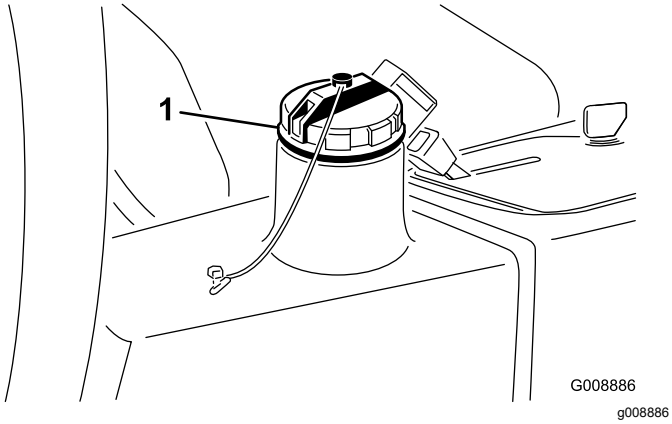

Figure 32
2. Nettoyez la surface autour du goulot et du bouchon de remplissage du réservoir hydraulique (Figure 32).